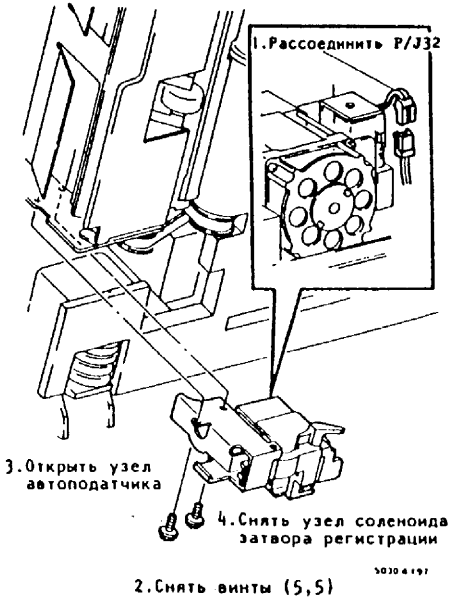

Рис.5. Снятие узла соленоида затвора
7. (Рис.5): Снять узел соленоида затвора регистрации.